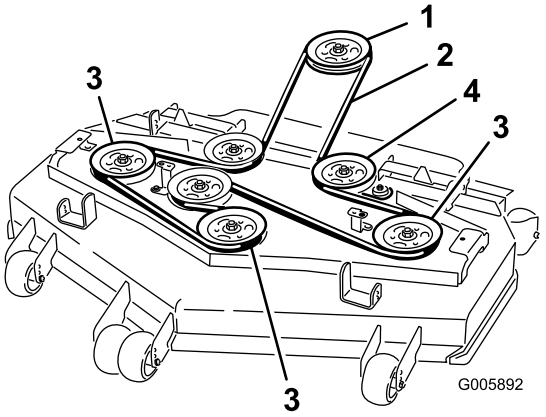

**Figuur 50**
6. Leg de nieuwe riem rond de poelies (Figuur 50).